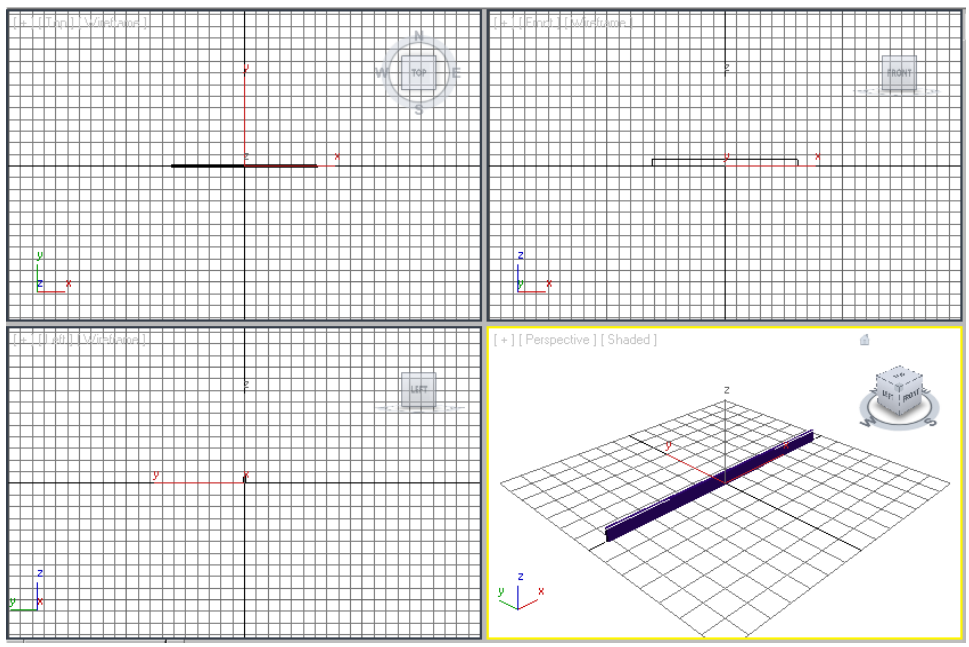

Figure 3-36 *A box created in all viewports*
3. Choose the **Create** button from the **Keyboard Entry** rollout; a box is created in all viewports, as shown in Figure 3-36.